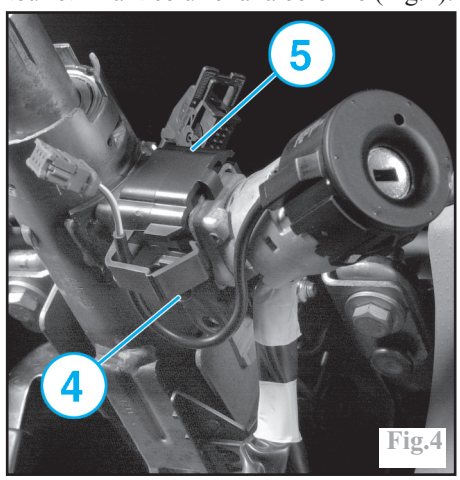

Fig.4
Percer la vis (4) se trouvant sur le contacteur et fixant celui-ci à la colonne (Fig.4).